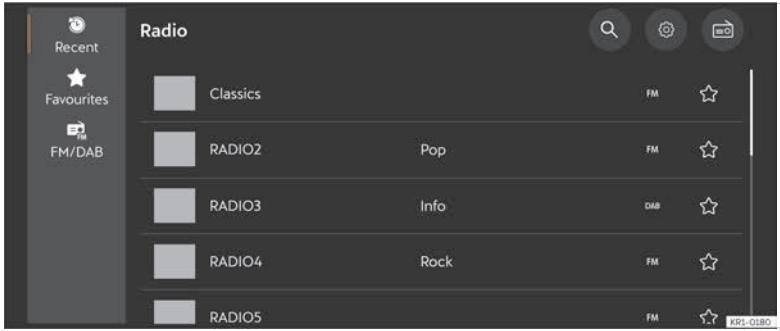

Fig. 158 Schematic representation: Radio view.
- Press **MENU** ⁝⁝⁝ > 📻 ››› Fig. 158.